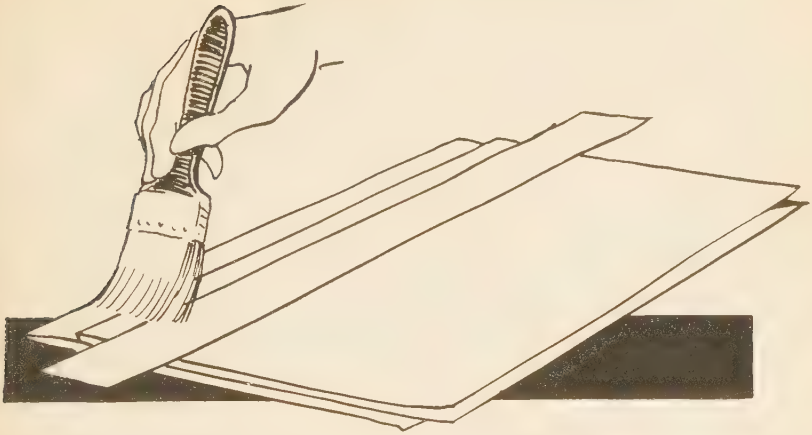

FIG. 180—PASTING-OFF END PAPERS FOR TIPPING
2. Lay a second sheet or strip of paper on over top-lining, this sheet also $\frac{1}{4}''$ from folded edge. (Fig. 180.)